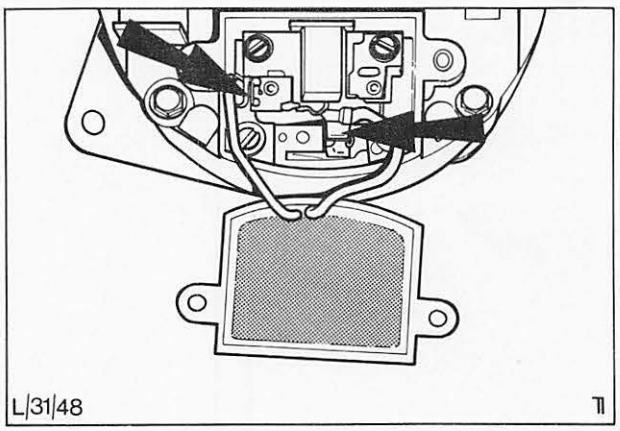

Abb. 92 Kabelverbindungen – Regler
5. Regler hinten an der Lichtmaschine einsetzen, zwei Kabel anschließen, Abb. 92, und Regler befestigen.